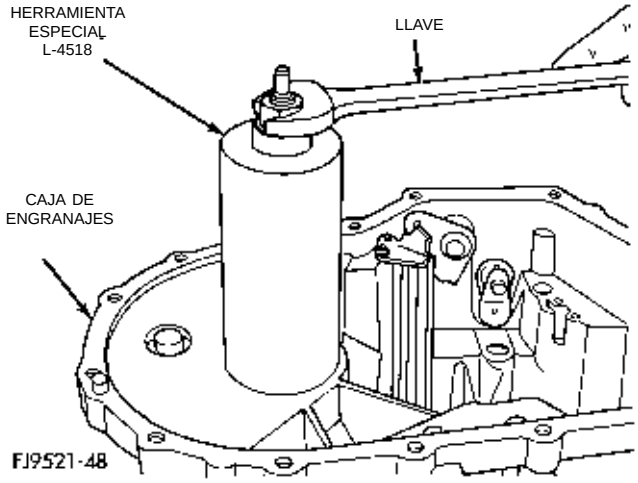

Fig. 132 Cubeta de la herramienta instalada
(3) Instale la cubeta de la herramienta sobre esta última (Fig. 132).